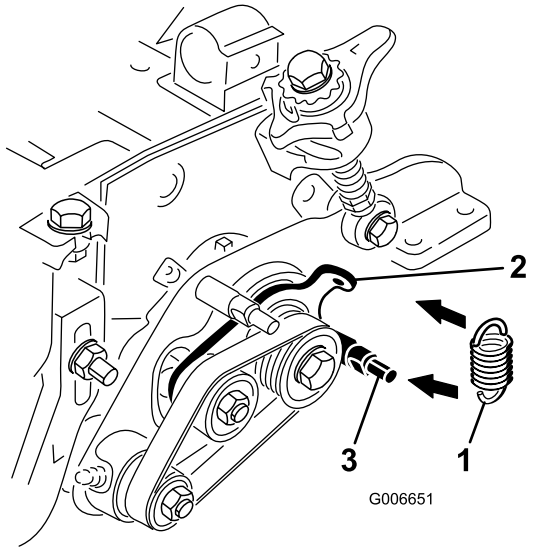

Figure 26
29. Accrochez le ressort de tension dans le trou de la languette de la plaque de tension et autour de la rainure du goujon inférieur de la plaque de groomer (Figure 26). L'extrémité ouverte du crochet du ressort doit être positionnée vers la poulie d'entraînement.